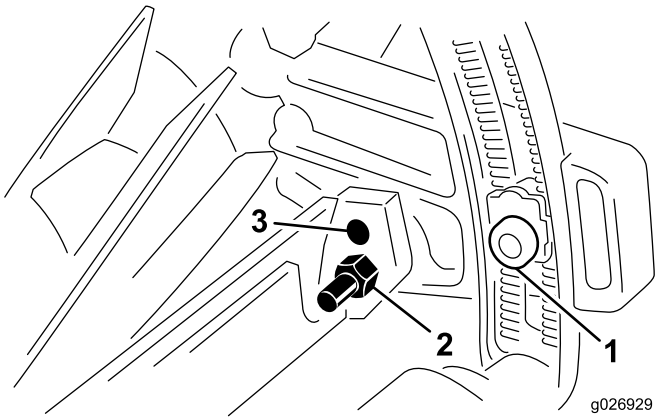

**Figure 7**
1. Loosen the capscrews securing the adjusting nuts in the roller brackets (Figure 7).